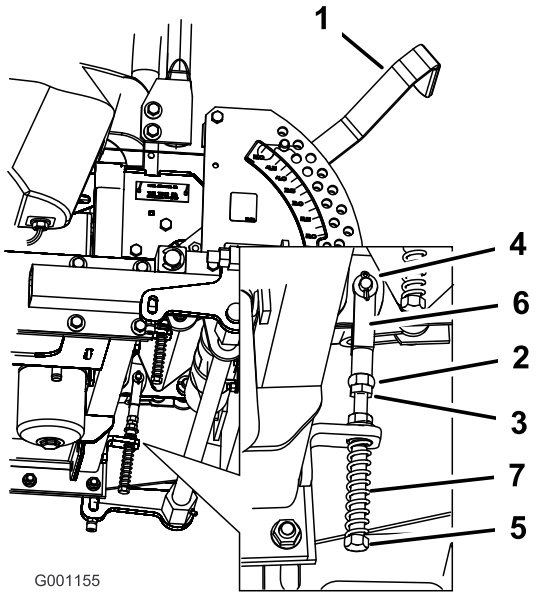

Rysunek 77
8. Jeśli konieczna jest regulacja, odkręć nakrętkę i przeciwnakrętkę jarzma (Rysunek 77).
dopóki dźwignia sterująca nie będzie wyśrodkowana w zablokowanym położeniu neutralnym (Rysunek 77).
10. Dokręć nakrętkę i przeciwnakrętkę (Rysunek 77).